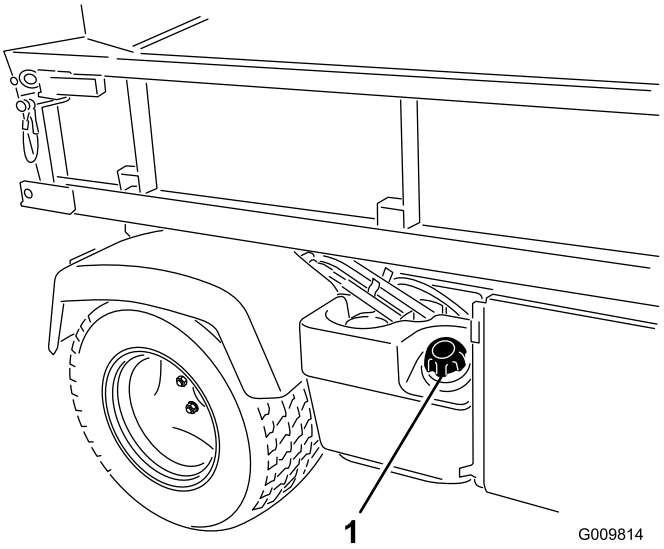

Figur 16
2. Fjern brændstofdækslet (Figur 16).